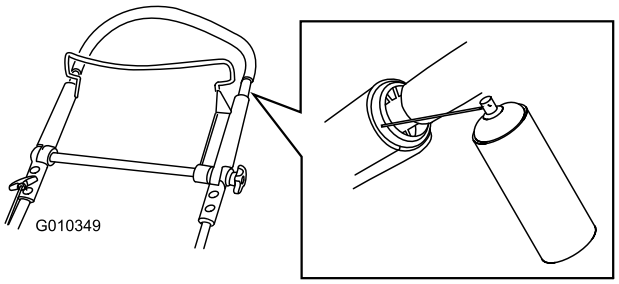

Figur 41
1. Spreja den yttre plaständen på det inre handtaget (Figur 41).